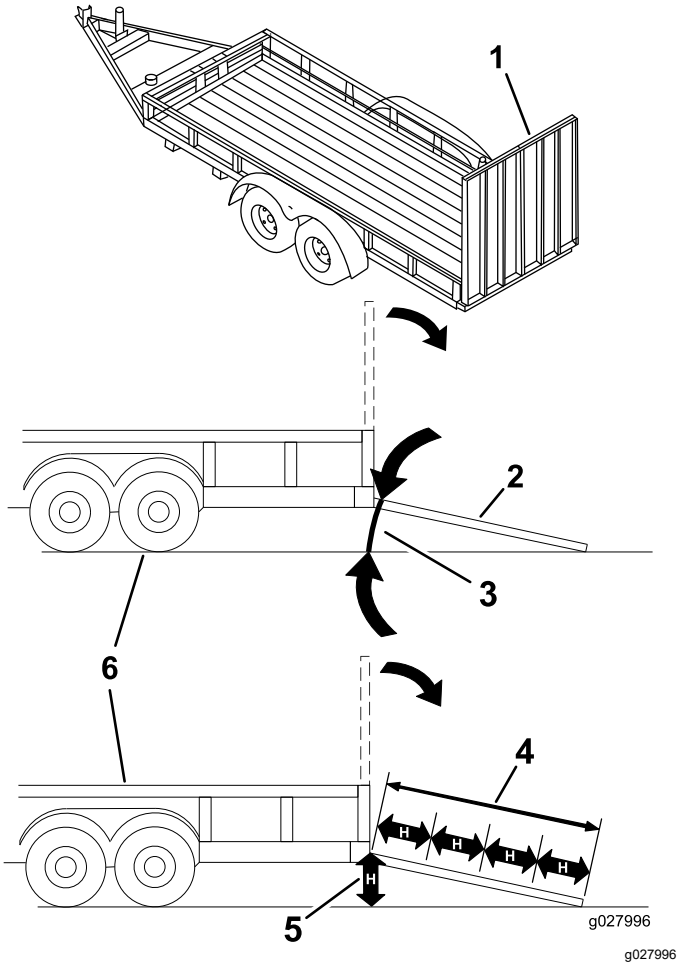

Figur 32
Lasting av maskinen på en tilhenger eller lastebil øker muligheten for at den velter og kan føre til alvorlig skader eller dødsulykker (Figur 32).
3. Senk rampen og sørg for at vinkelen mellom rampen og bakken ikke overskrider 15 grader (Figur 32).
1. Senk rampen og sørg for at vinkelen mellom rampen og bakken ikke overskrider 15 grader (Figur 32).